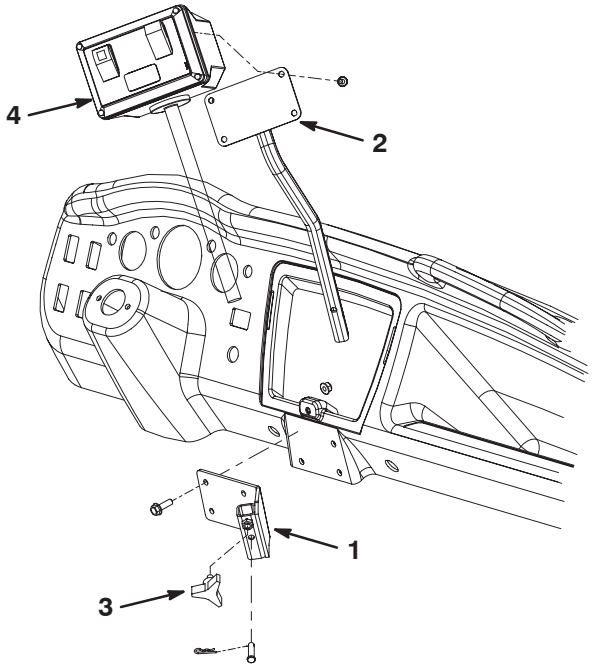

**Figure 9**
1. Montez l'ensemble récepteur sur le tableau de bord du Workman à l'aide de (4) vis de 5/16–18 x 1 pouce et de (4) écrous. Positionnez les composants comme illustré à la Figure 9.
2. Montez le boîtier de commande sur l'ensemble support avec (4) vis (Fig. 9).
3. Insérez le tube de l'ensemble support dans le récepteur et fixez-le avec un axe de chape et une goupille fendue (Fig. 9).
4. Vissez le bouton dans le récepteur pour serrer le tube (Fig. 9).